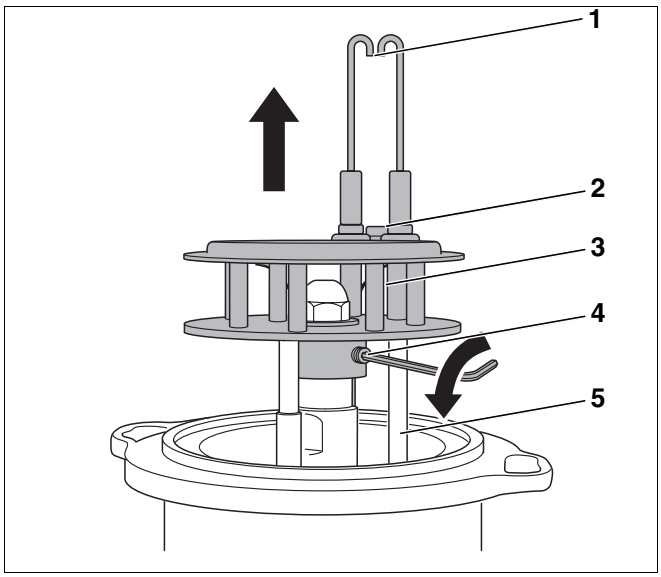
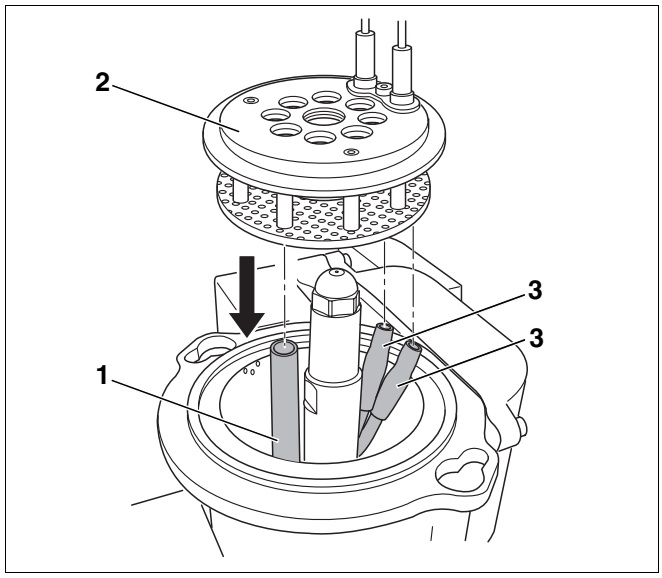

Abb. 59 Mischsystem demontieren
Abb. 61 Mischsystem montieren
Die Zündelektroden (Abb. 59, **Pos. 1**) müssen frei von Ablagerungen sein.
- Schraube (Abb. 59, **Pos. 2**) zwischen den Zündelektroden lösen.
- Zündelektrode (Abb. 59, **Pos. 1**) ausbauen.
- Zündleitungen (Abb. 59, **Pos. 5**) am Zündtrafo abziehen.
- Gewindestift (Abb. 59, **Pos. 4**) am Mischsystem (Abb. 59, **Pos. 3**) lösen. Das Mischsystem darf dabei nicht gedreht werden.
- Mischsystem (Abb. 59, **Pos. 3**) nach oben abziehen.
- Zündleitungen von (Abb. 59, **Pos. 5**) den Zündelektroden (Abb. 59, **Pos. 1**) abziehen.
- Zündleitungen (Abb. 61, **Pos. 3**) an den Zündelektroden korrekt befestigen.
- Mischsystem (Abb. 61, **Pos. 2**) wieder einsetzen und mit Gewindestift (Abb. 59, **Pos. 4**, Seite 70) bis auf Anschlag auf den Ölvorwärmer aufstecken.